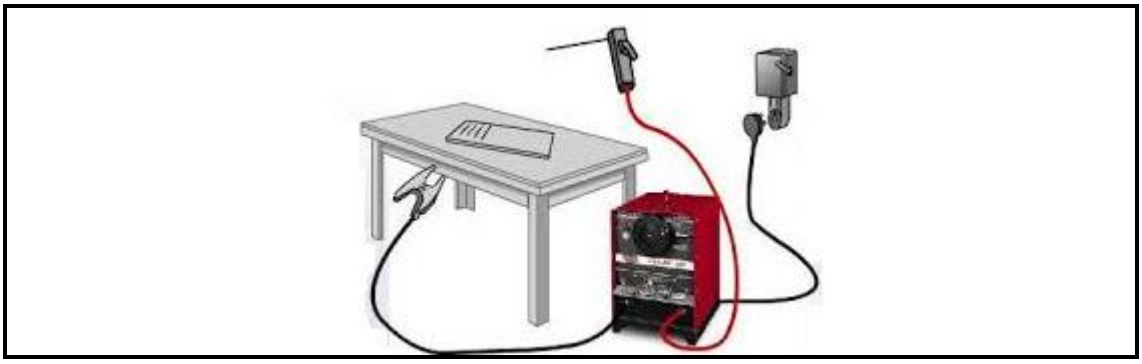

FIGURE 1 (5)
1.2 Name FIVE components that make up a shielded metal-arc welding (SMAW) setup as shown in FIGURE 1.